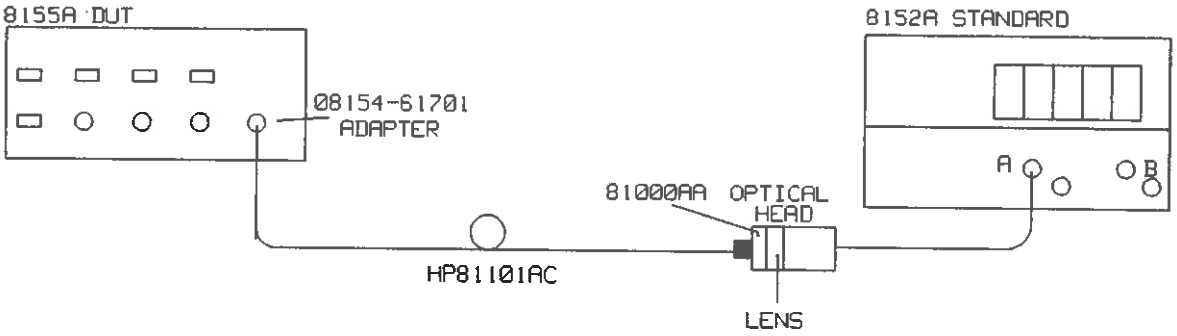

Figure 4-1. Output Power and Stability Test Set-up
2. Connect equipment as shown in Figure 4-1, turn instruments on and allow instruments to warm up for at least 45 minutes.